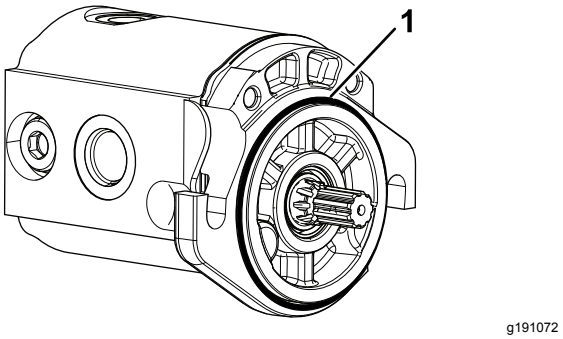

Figure 6
5. Posez le joint torique sur le moteur de cylindre (Figure 6).